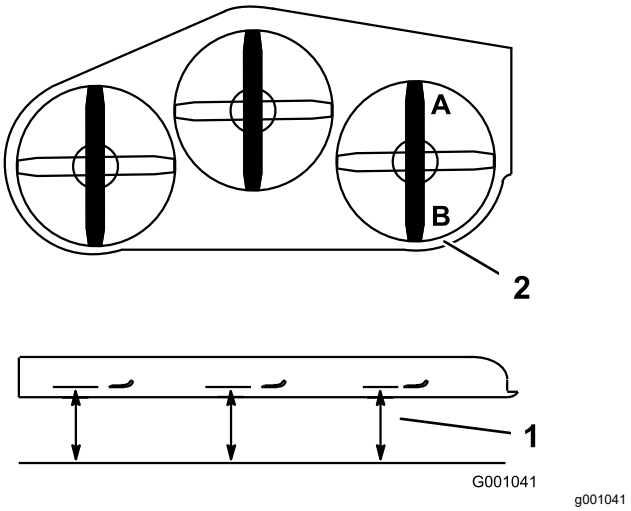

Figure 99
2. Tournez 1 lame dans le sens longitudinal. Aux points **A** et **B**, mesurez l'écart entre une surface plane et le tranchant de la pointe des lames (Figure 99).